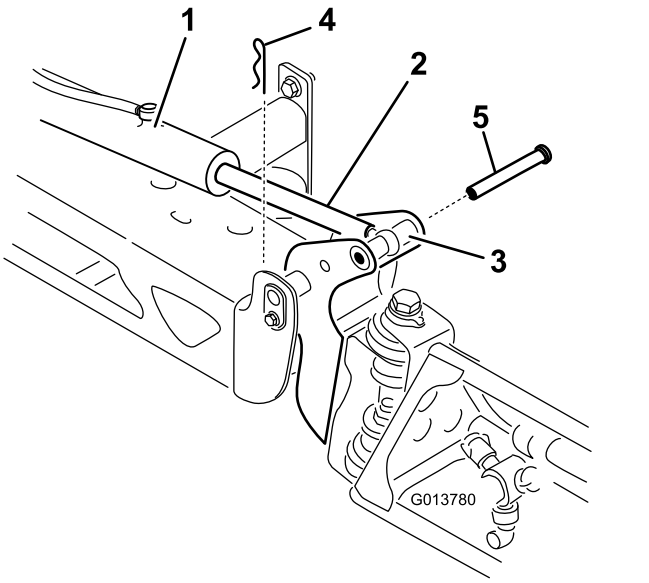

Bild 69
2. Nehmen Sie die Splint vom Lastösenbolzen ab (Bild 69).
3. Heben Sie den Abschnitt an und nehmen Sie den Lastösenbolzen ab, senken Sie den Abschnitt dann langsam auf den Boden ab (Bild 69).
7. Stützen Sie den Sprühabschnitt ab und stecken Sie den Lastösenbolzen durch das Auslegerscharnier und die Aktuatorstange (Bild 69).